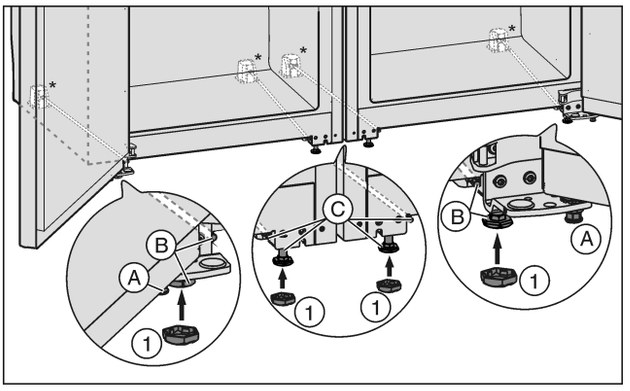

*Fig. 22*
- ▶ If necessary screw in the adjustment feet *Fig. 22 (A)* at the front of both appliances completely so that there is no floor contact.
- ▶ Place the caps *Fig. 22 (1)* on the four front adjustment feet.
▶ Tighten the centre adjustment feet *Fig. 22 (C)* so that there is no floor contact.
▶ Align the combination with the outer adjustment feet *Fig. 22 (B)* .
▶ Lower thecentre adjustment feet *Fig. 22 (C)* again until they touch the floor.
▶ Then shore up the door: Lower theadjutment feet *Fig. 22 (A)* onto the bearing bracket until they contact the floor then turn 90° again.